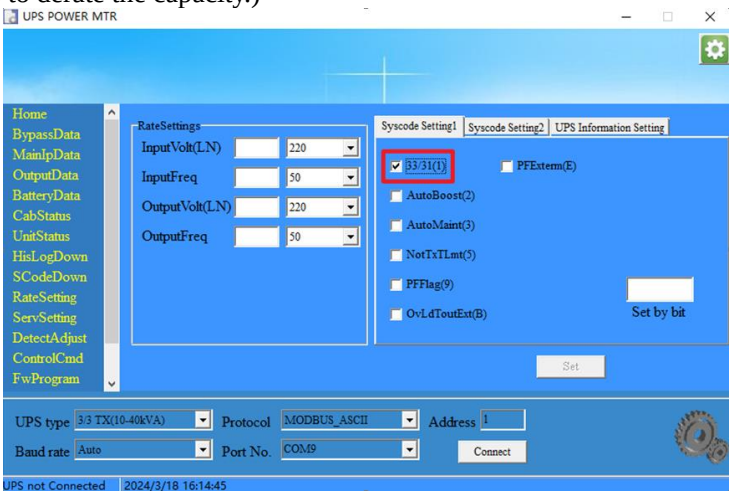

Figure 3-15 Setting interface of MTR software
c. Close the external input breaker, connect the MTR software, and set the related parameters as Figure 3-15 below. Tick the box in front of the option "Out 3/1(1). Then completely cut off power and reboot to ensure settings working. (Only 10K and 20K machines support, 15K and 25K need to contact engineers to derate the capacity.)